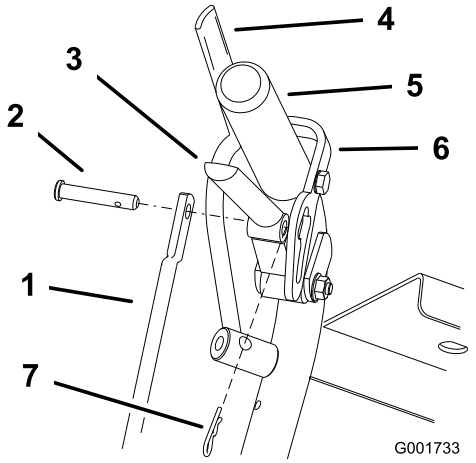

Figura 37
1. Ajuste la longitud de la varilla de control soltando la palanca de avance y retire el pasador de horquilla y el pasador. Gire la varilla en el acoplamiento (Figura 37).
4. Coloque el pasador en la palanca de avance (Figura 37).
6. Instale el pasador de horquilla entre las palancas de avance y los cierres de bloqueo de punto muerto e introdúzcalo en el pasador (Figura 37).